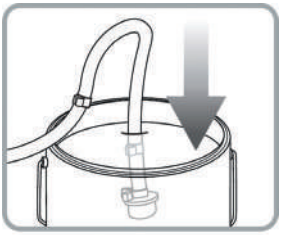

Рис. 20
1. Поместите всасывающий шланг в ведро с чистящим средством (рис. 20).